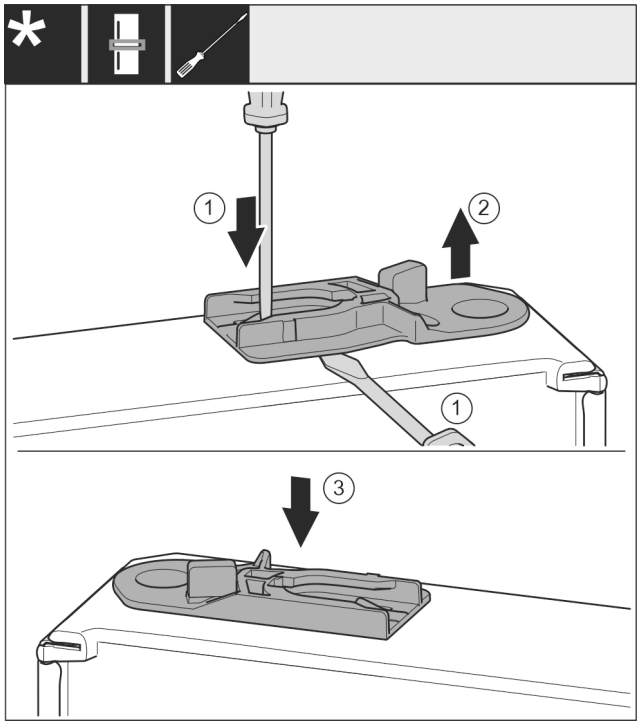

*Fig. 53 **
- ▶ Scoateți bucșa de ghidaj: Apăsați eclisa *Fig. 53 (1)* cu șurubelnița plată și, concomitent, duceți-o cu șurubelnița plată sub bucșa de ghidaj *Fig. 53 (2)*.*
- ▶ Împingeți bucșa de ghidaj *Fig. 53 (3)* atașată în pachetul de livrare pe altă parte a carcasei.*